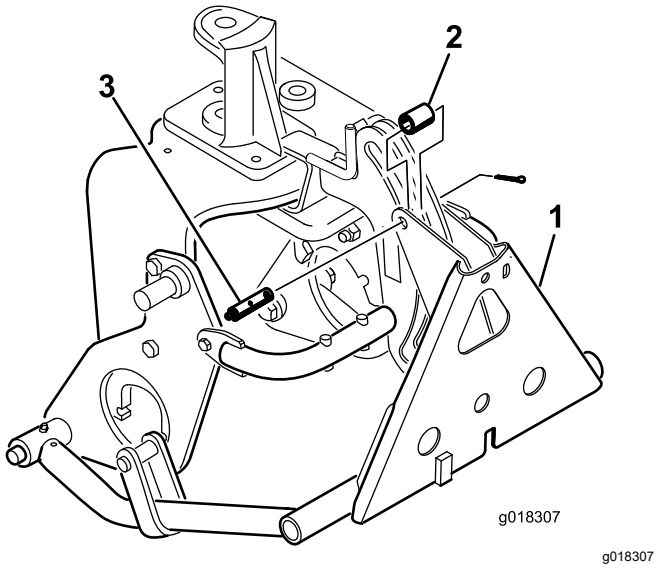

Figur 15
8. Fastgør rammeadapteren på trækrammen med et rør, en gaffelbolt og en split (Figur 15).